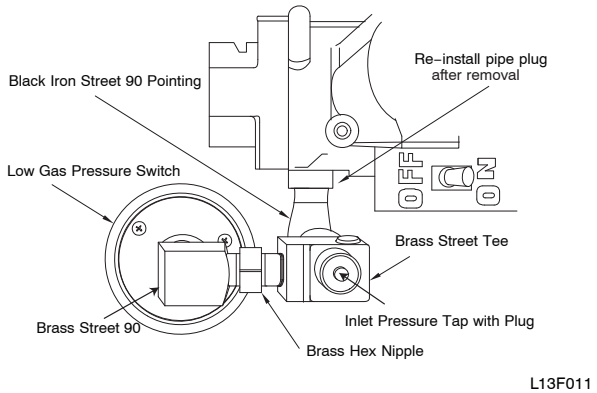

Fig. 15 - Low Gas Pressure Switch - All Widths
If the vent pipe passes between the inducer and burner assembly, or the furnace is a 14-3/16-in. wide casing, install the switch as follows: (See Fig. 15.)
3. Apply pipe dope sparingly to the male threads of the 1/8-in. brass street tee. Install the male end of the street tee as shown in Fig. 15. One opening on the street tee should face you. The other opening should be parallel with the inlet of the gas valve.
4. Apply pipe dope sparingly to the male threads of the 1/8-in. brass hex nipple. Install the hex nipple into the open end of the brass street tee. See Fig. 15. The hex nipple should be parallel with the boss on the gas valve.